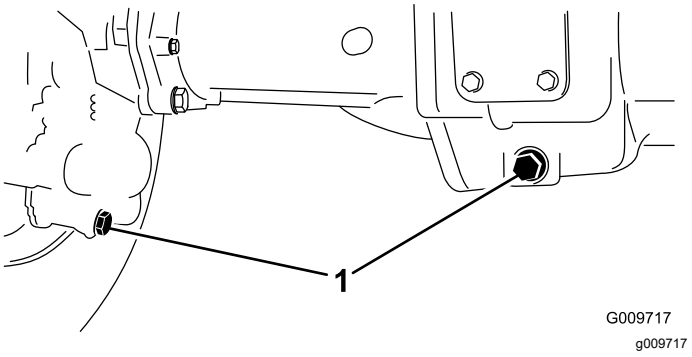

Figur 106
2. Rengør området rundt om de 3 aftapningsproppper, en på hver ende og en i midten (Figur 106).